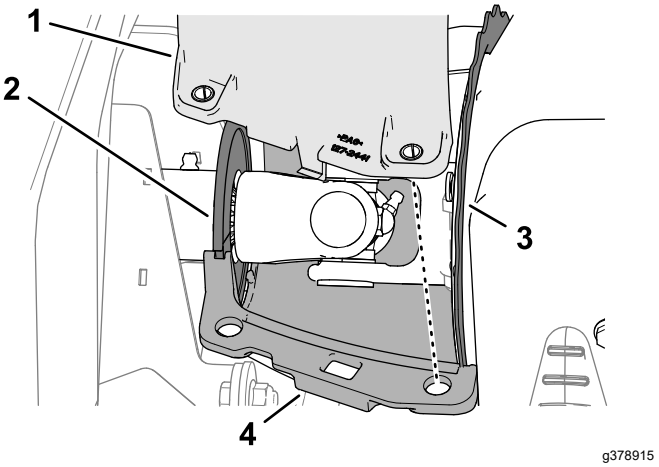

**Figuur 70**
1. Breng de groeven in het bovenste en onderste koelscherm van de generator in een lijn met de pakking van de aandrijfasborstel en de flens van de kap van de generator (Figuur 70).